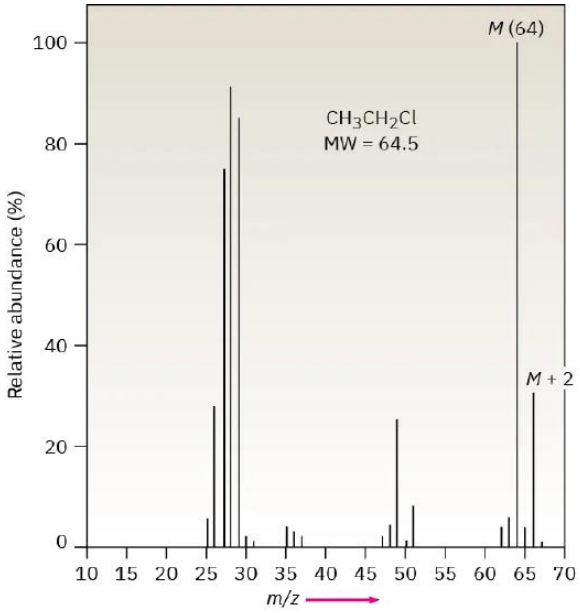

Figure 1.4.3: Mass spectrum of chloroethane.
The fact that some elements have two common isotopes gives their mass spectra a distinctive appearance. Chlorine, for example, exists as two isotopes, ^{35}Cl and ^{37}Cl, in roughly a 3 : 1 ratio. In a sample of chloroethane, three out of four molecules contain a ^{35}Cl atom and one out of four has a ^{37}Cl atom. In the mass spectrum of chloroethane (Figure 1.4.3 we see the molecular ion (M) at m/z = 64 for ions that contain a ^{35}Cl and another peak at m/z = 66, called the M + 2 peak, for ions containing a ^{37}Cl. The ratio of the relative abundance of M : M + 2 is about 3 : 1, a reflection of the isotopic abundances of chlorine.